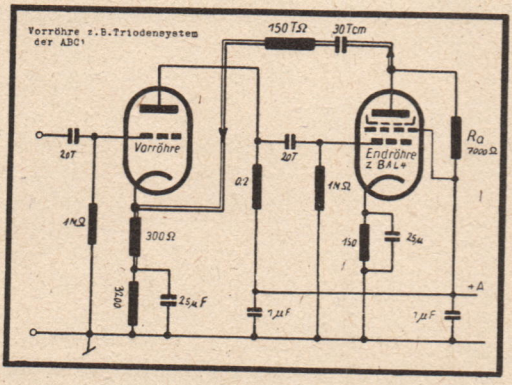

Abb. 95.
c) Die meist gebräuchliche Schaltung ist Spannungs-Gegenkopplung eines Teiles der Ausgangsspannung in die Kathode der Vorröhre (Abb. 95). Hierbei wird der wechselstrommäßige Außenwiderstand d. Vorröhre vergrößert; allerdings, solange die Gegenkopplung nicht größer als 1 : 10 gemacht wird, nicht mehr als um 10%.